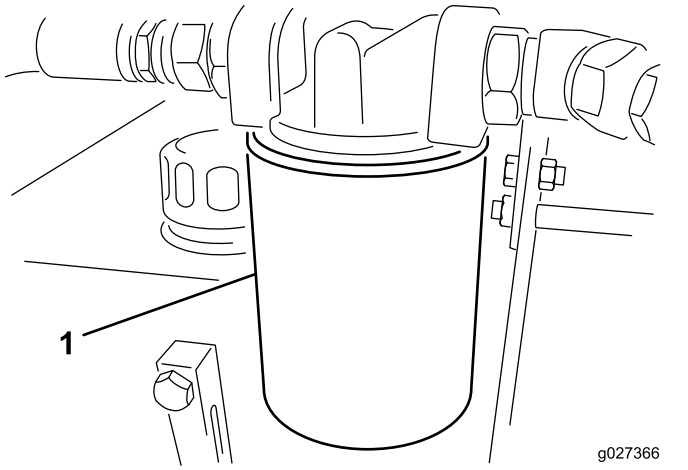

Figuur 11
3. Plaats een opvangbak onder het filter en verwijder het filter (Figuur 11).